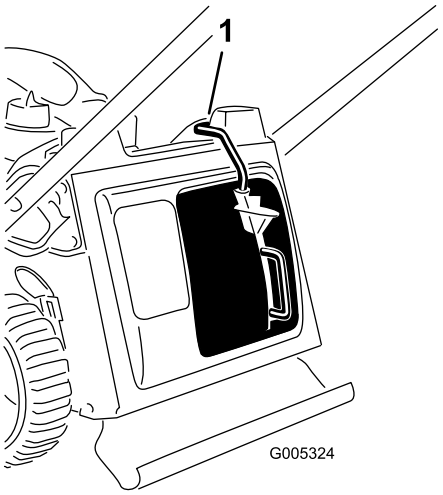

**Figur 26**
**Vigtigt: Maskinen har en sikkerhedskontakt, der forhindrer, at du kan starte maskinen, medmindre du først monterer kværndækslet forsvarligt på plæneklipperen (Figur 26).**
Monter kværndækslet som vist i Figur 26.